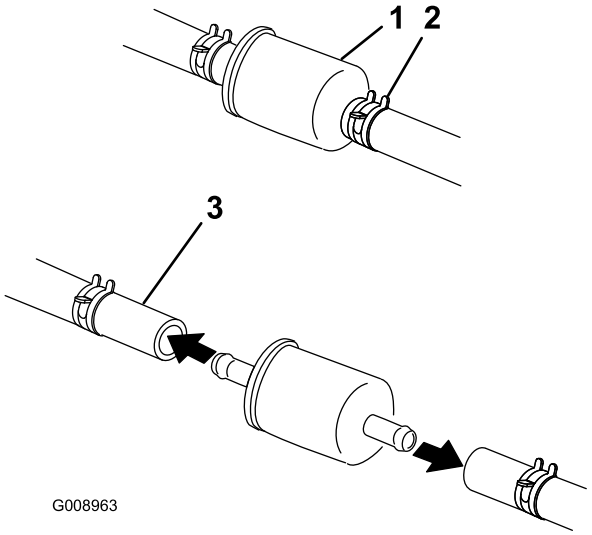

**Figuur 58**
5. Sluit de brandstofafsluitklep onder de stoel (Figuur 58).
6. Druk de uiteinden van de slangklemmen naar elkaar toe en schuif ze weg van het filter (Figuur 58).
8. Monteer een nieuw filter en schuif de slangklemmen terug tot dicht bij het filter (Figuur 58).